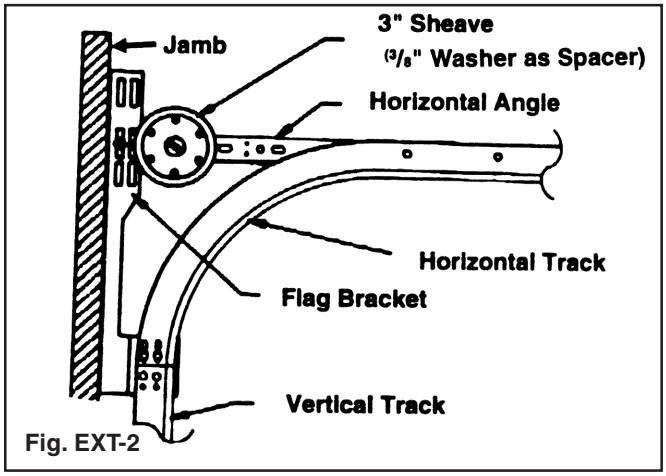

Fig. EXT-2
**Step 2:** Attach a sheave in the 3rd hole on the angle approximately 4 inches from the wall on both sides. Use a 3/8" x 1 1/4" bolt, 3/8" washer and nut. The head of the bolt must be on the door side. (FIG. EXT-2)